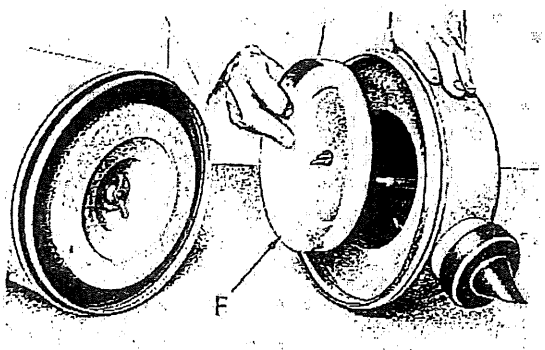

Fig. 46
- Rimuovere il coperchio "F" (Fig. 46) e svuotare il vano.